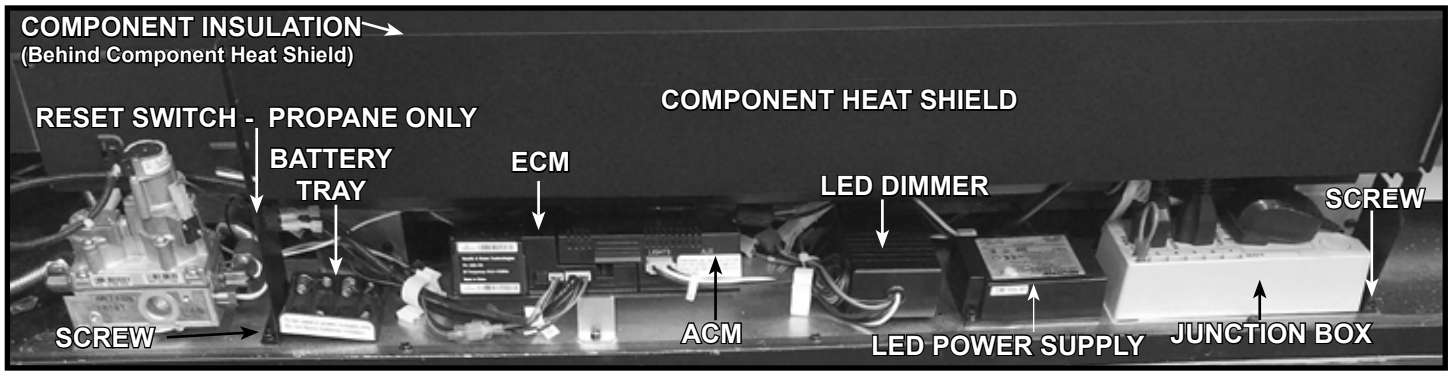

**Figure 8.3 Valve Cavity (Lower Access Panel Removed)**
3. Remove screws on left and right sides of component heat shield and lift it out of the control cavity. See Figure 8.3 for location of component heat shield screws.